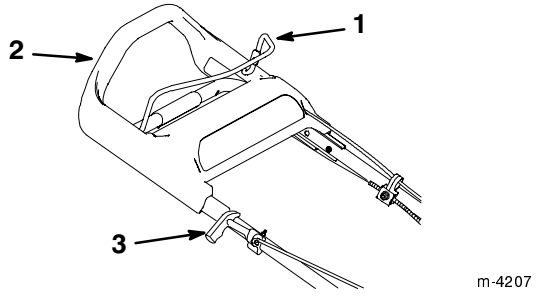

**Figure 10**
The starter handle and the blade control bail are on the upper handle as shown in Figure 10.
**3.** Hold the blade control bail against the upper handle (Fig. 10).
- **Manual Starting**—Pull the starter handle lightly until you feel resistance, then pull it sharply (Fig. 10). Allow the rope to return to the handle slowly.